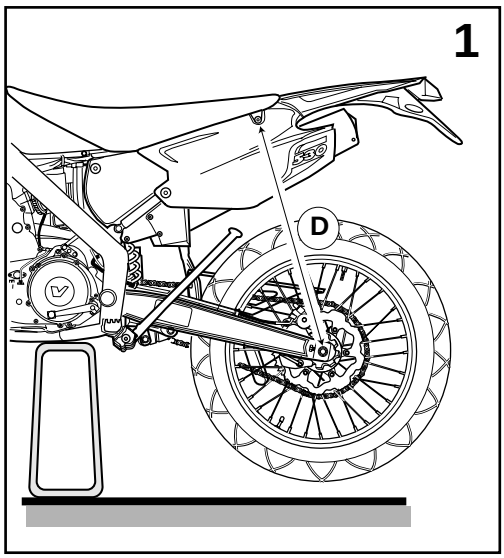
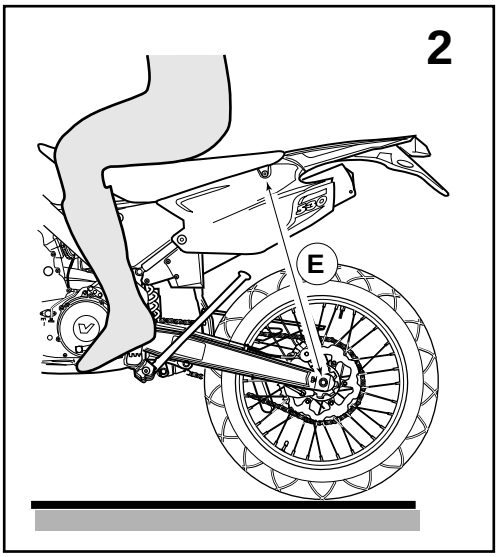
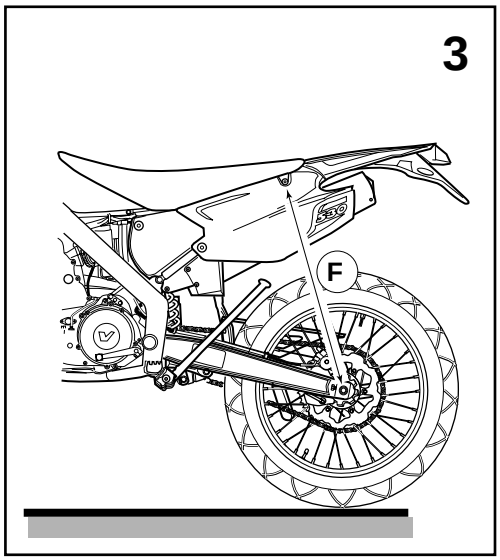

Fig. 69
Fig. 70
Fig. 71
1. Misurare la distanza "D" (Fig.69) da terra con la motocicletta senza conducente in sella, posta su uno sgabello e con gli ammortizzatori estesi come indicato dalla figura.
Misurare la distanza "E" (Fig.70) che deve essere ora 90-100 mm inferiore a "D" (Fig.69). Se la distanza non coincide regolare la precarica della molla agendo sui registri (Fig.72).
4. Fare scendere il conducente e misurare la distanza "F" (Fig.71) che dev' essere 30 mm inferiore a "D" (Fig.69).
1. Measure the distance "D" (Fig. 69) when the motorcycle is supported on a stand so that the shock absorbers are fully extended as shown in the figure.
2. Remove the stand and sit in the seat, with both feet resting on the footrests. Measure distance "E" (Fig. 70), which should now be 90-100 mm less than "D" (Fig. 69). If distance does not match, adjust the spring pre-charge by means of adjusting elements (Fig.72)
4.Get off the seat, and then measure distance "F" (Fig. 71) which should be 30 mm. less than "D" (Fig. 69).
1. Die unbelastete Maschine so aufbocken, daß der Stoßdämpfer völig ausgezogen ist. Den Abstand "D" (Abb.69) messen und notieren.
2. Die Maschine abbocken und mit beiden Rädern auf den Boden stellen. Den Fahrer auf der Sitzbank mit beiden Füßen auf den Fußrasten sitzen lassen. Den Abstand "E" (Abb.70) messen, der um 90-100 mm. Kleiner als der Abstand "D" (Abb.69) Wenn die Distanz nicht übereinstimmt, die Federvorspannung mit den Einstellschrauben regulieren (Abb.72).
4. Den Fahrer absteigen lassen und den Abstand "F" (Abb.71) messen, der um 30 mm. kleiner als der Abstand "D" (Abb.69) sein muß.
1. Mesurez la distance "D" (Fig.69) lorsque la moto est déchargée et posée sur chandelle, de façon que les amortisseurs soient entièrement détendus selon la figure.
2. Posez la moto au sol et le motocycliste dessus, les pieds sur les repose-pieds. Mesurez la distance "E" (Fig.70) , qui doit être de 90 à 100 mm. plus courte que "D" (Fig.69) .
4.Moto déchargée, mesurez la distance "F" (Fig.71), qui doit être plus courte de 30 mm. que "D" (Fig.69).